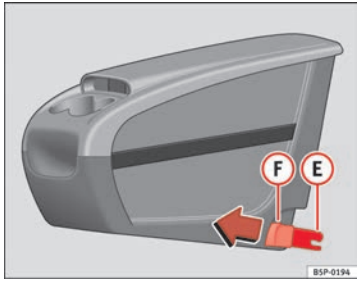
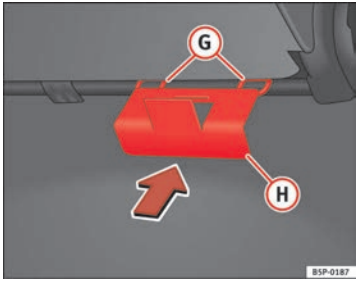

Fig. 113 Mobile storage compartment. Installation
Fig. 114 Mobile storage compartment mounting plate
– Fit the mobile storage compartment mounting plate (H) ⇒ fig. 114 from the inside of the vehicle, through the rear section of the seat. It should be fitted between the backrest and the seat, in the central seat area.
– Set both mounting pieces together (E) ⇒ page 150, fig. 113, with both mounting rings (G) ⇒ page 150, fig. 114 and press hard until both the clips completely connect with the rings.
– Pull each of the buttons ⇒ page 150, fig. 113 (F) on the clips (red buttons) forwards, until they snap out of place.